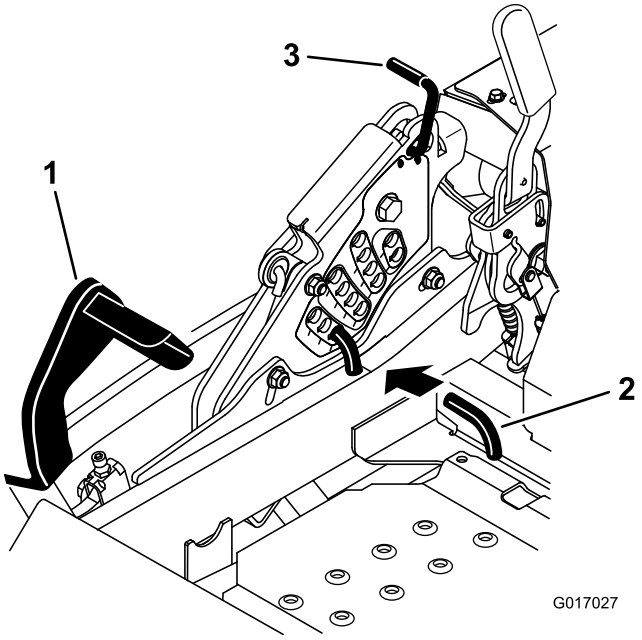

Figuur 84
5. Druk het voetpedaal helemaal in en het maaidek wordt vergrendeld in de transportstand van 14 cm (Figuur 84).